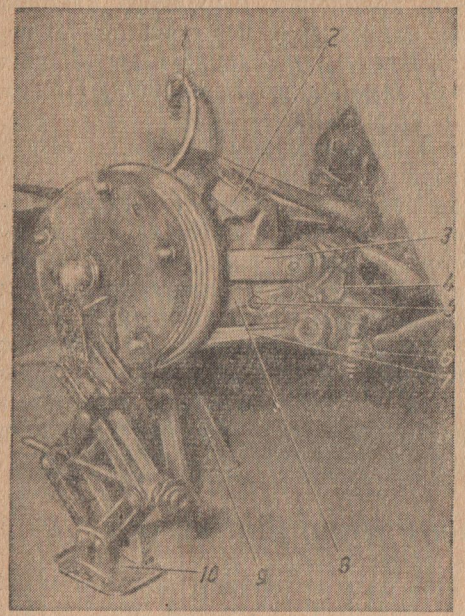

Рис. 114. Установка домкрата под ступицу колеса при разборке цилиндра передней подвески:
4) подведите головку домкрата под ступицу колеса, как показано на рис. 114, и поднимайте ее вверх вместе с передней цапфой, пока кривошип *3* подвески не отойдет от нижнего резинового буфера *8*, сжимая пружину подвески;
Опуская кривошип, нужно следить за гибким тормозным шлангом *1* (см. рис. 114) и не допускать его вытягивания во избежание повреждения.